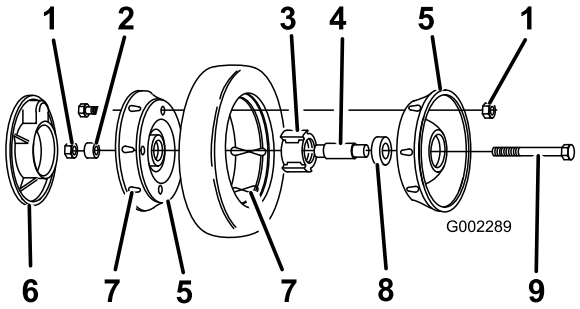

Figuur 32
3. Verwijder de bout, het afstandstuk van het wiel en de borgmoer waarmee het wiel is gemonteerd op de draaiarm (Figuur 32).
4. Verwijder de wielhelften van het wiel door de vier bouten en de vier borgmoeren los te draaien (Figuur 32).
Opmerking: Als de lagers moeten worden verwijderd van het lager/naaf-stel, dient u te drukken op het afstandsstuk van het lager (Figuur 32).
1. Plaats de band op een wielhelft en breng de lippen op elke band in één lijn (Figuur 32).
van de naaf zijn geplaatst op de flens van de opening (Figuur 32).
3. Plaats de andere wielhelft op het lager/naaf-stel en breng het wiel, de lippen van de banden en de montage-openingen op één lijn (Figuur 32).
4. Zet de wielhelften niet te strak aan elkaar. Gebruik hiervoor twee volledig getapte schroeven of bouten (1/4-20 x 1,5 inch) en niet-borgende moeren. Draai de schroeven of bouten in de tegenoverliggende openingen (Figuur 32).
5. Controleer of alle onderdelen in één lijn staan en draai de bouten vast. Draai de schroeven afwisselend aan een zijde vast ten behoeve van een gelijkmatige montage totdat de wielhelften tegen elkaar zitten (Figuur 32).
6. Plaats de twee bouten en twee contramoeren, die u eerder hebt verwijderd, in de overblijvende openingen in de wielhelften en draai ze vast. Verwijder de 2 lange bouten en vervang ze door 2 bouten en 2 borgmoeren (Figuur 32).
7. Monteer het wiel weer op de draaiarm met de bouten, het afstandstuk en een borgmoer. Zorg ervoor dat het afstandsstuk is geplaatst tussen de wielnaaf en de draaiarm (Figuur 32).